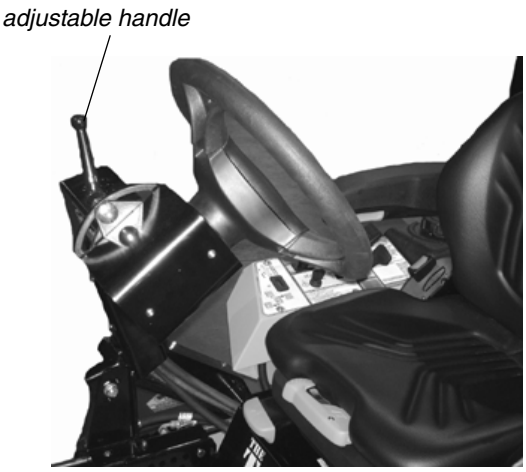

Figure. 2
2. The Steering wheel has an adjustable tilt feature so that the steering wheel can be infinitely adjusted to individual needs. An adjustable handle is used to release or apply clamping action that secures the tilt steering wheel in the desired position. The handle incorporates a "ratchet" feature to allow the handle to be positioned as desired. See Figure 2 below.